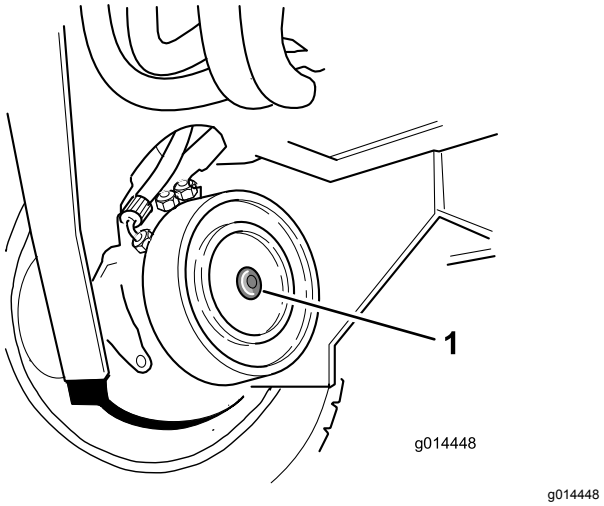

Figur 35
2. Lokalisera den högra framhjulmotorns skivbromsenhet och ta bort sexkantspluggen (Figur 35).